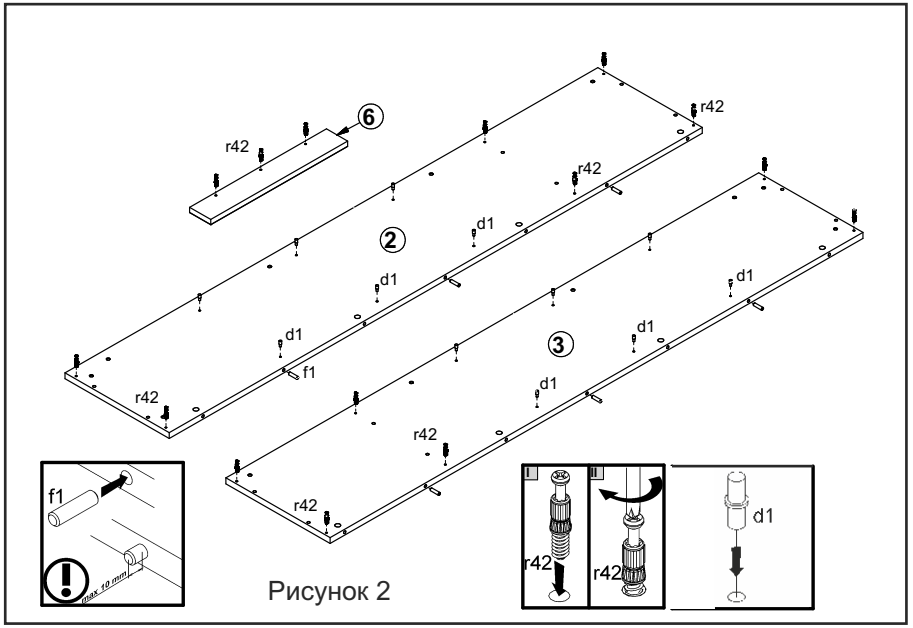

Рисунок 2
9. В отверстия Ø**5 мм** на внутренних поверхностях стенок боковых **2, 3** вставить полкодержатели **d1 (см. рис. 2)**.